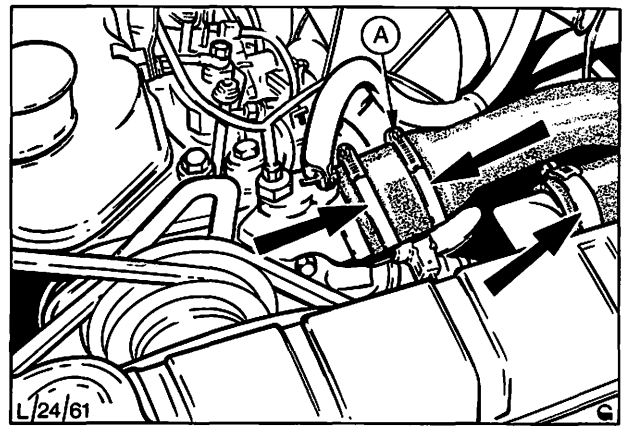

Abb. 43 Schlauchschellen (3) lösen
7. Falls vorhanden, Schlauchklemmen zur Befestigung des Thermostaten lösen, Abb. 43.